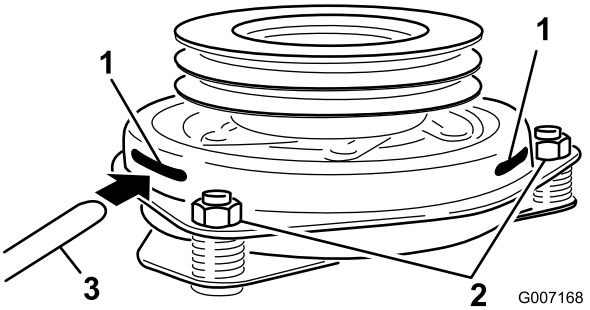

Figur 56
9. Sett et 0,381–0,533 mm følerblad gjennom én kontrollslisse på siden av enheten. Påse at det er mellom armaturen og rotorens friksjonsoverflater (Figur 56).
10. Stram låsemutrene til følerbladet sitter fast men er løst nok til at det lett kan beveges innen luftgapet (Figur 56).